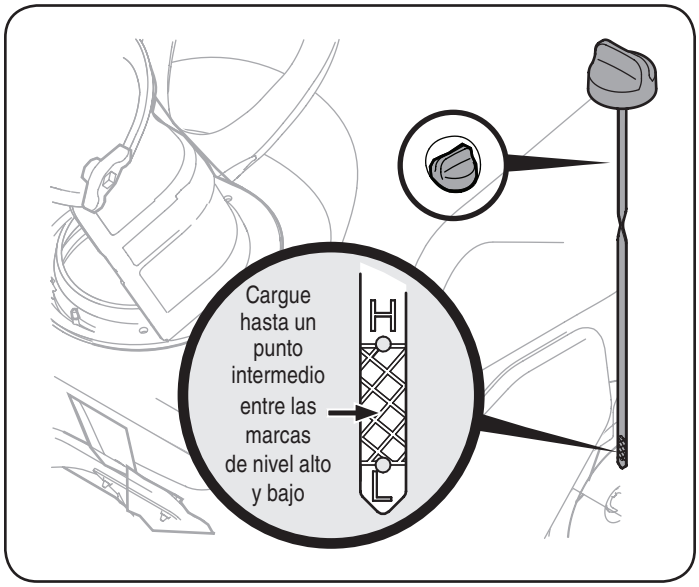

Figura 8
4. Saque el tapón / la varilla de medición de aceite. Si el nivel es bajo, agregue lentamente aceite hasta que el nivel registrado esté en un punto intermedio entre alto (H) y bajo (L), Figura 8.